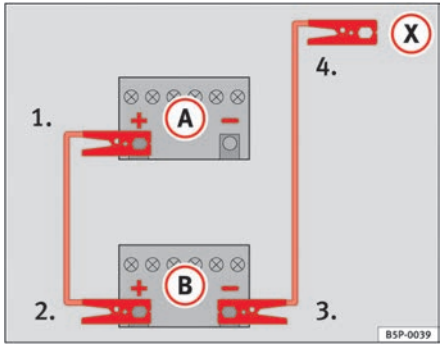

Fig. 203 How to connect the jump leads
In ⇒ fig. 203 (A) the flat battery is represented and in (B) the charged battery is represented.
1. Connect one end of the red jump lead to the positive ⇒ fig. 203 (+) terminal of the vehicle with the flat battery ⇒ ⚠.
4. Connect the other end of the black jump lead (X) to a solid metal component which is bolted on to the engine block, or onto the engine block itself of the vehicle with the flat battery. Do not connect it to a point near the battery ⇒ ⚠.